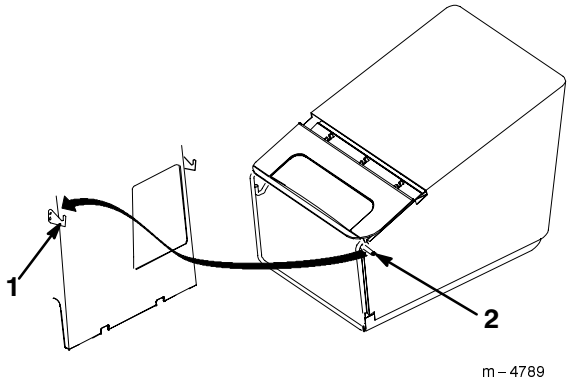

Figur 15
5. Häng upp piggarna på gräsuppsamlarens ram i däckkrokarna enligt anvisningarna i figur 15.
4. Lyft av gräsuppsamlarens rampiggar från däckkrokarna och öppningen enligt figur 15.